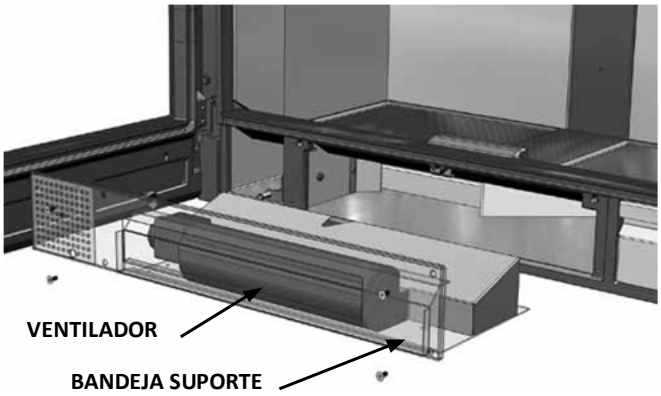

FIG. 2 - Nature 100
2. Após soltar os 4 parafusos **(dois nas versões Nature 70 / 80)** sacar a bandeja que suporta o ventilador (Fig.2). É preciso ter muito cuidado quando se tirar a bandeja, para evitar danificar a cablagem.